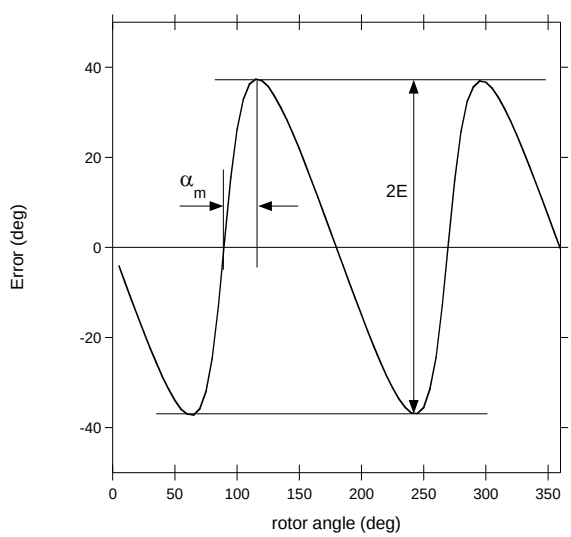

Figure 21: Error Curve in Side-Shaft Configuration with BCT = 0
The ratio *k* depends on the magnet geometry and the distance to the sensor. Having a *k* ratio different from one results in the sensor output response not being linear with respect to the mechanical angle. Note that the error curve has the shape of a double sinewave (see Figure 21). E is the amplitude of this error.
It is possible to deduce the *k* ratio from the error curve obtained with the default BCT setting (BCT = 0). For this purpose, rotate the magnet over one revolution and record the MagAlpha output. Then plot the error curve (the MagAlpha output minus the real mechanical position vs. the real mechanical position) and extract two parameters: the maximum error (E) and the position of this maximum with respect to a zero crossing a_m (see Figure 21). *k* can be calculated with Equation (7):